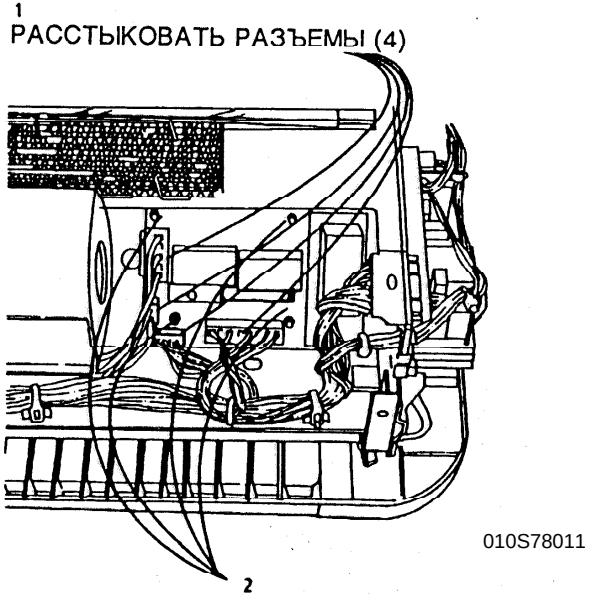

Рис. 1 Снятие платы реле
2. (Рис. 1): снять плату реле.